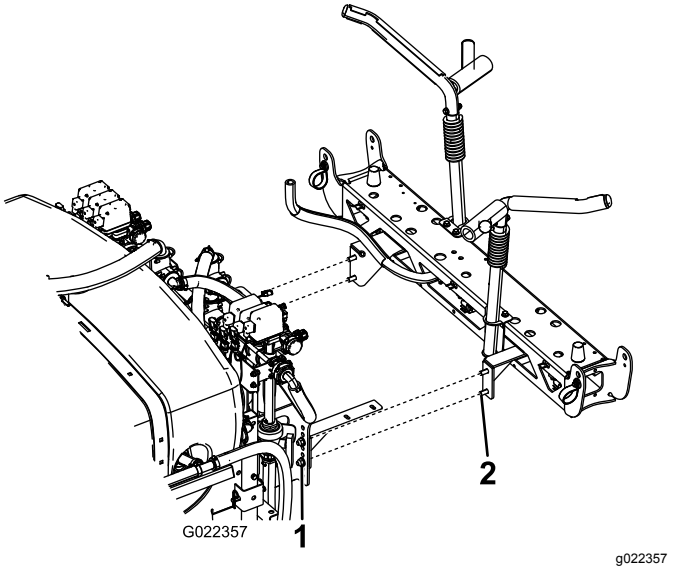

Figur 19
2. Monter midterbomsamlingen gennem det tredje hul fra bunden af beslagene på sprøjtesystemsamlingen som vist i Figur 19, med fire bolte (½" x 1¼") og 4 låsemøtrikker (½").